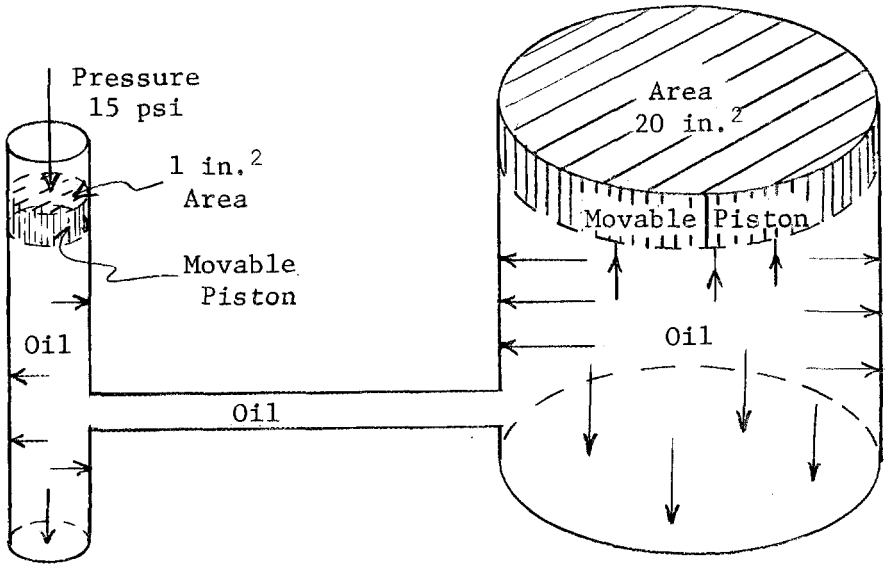

Fig. 3.1. Pressure Transfer by Use of a Liquid
4. When pressure is exerted on a confined liquid, the pressure is transmitted by the liquid to all of the walls of the container, as shown in Fig. 3.1.
5. The pressure exerted on the walls in the small cylinder of Fig. 3.1 is the same as that on the small piston, _____ psi.
6. The pressure exerted on the walls of the large cylinder of Fig. 3.1 is _____. 15
8. The hydraulic jack utilizes this principle in a manner similar to that illustrated by Fig. 3.1. A 15-lb "push" on the smaller piston will lift a 300-lb weight sitting on the larger piston. 300 lb